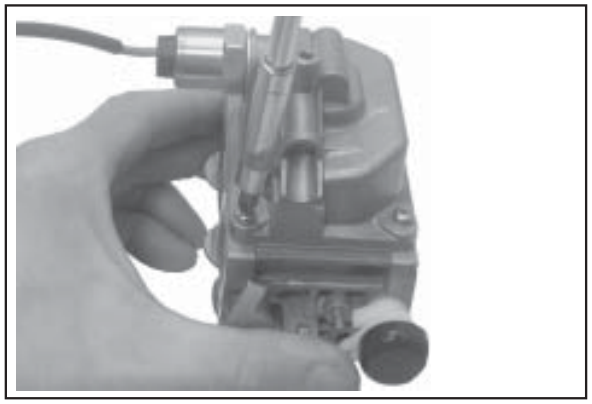

Figure 5-48. Installing Fuel Bowl.
9. When the proper float height is obtained, carefully reinstall the fuel bowl, using new O-Rings onto the carburetor. Secure with the four original screws. Torque the screws to **2.5 ± 0.3 N·m (23 ± 2.6 in. lb.)**. See Figure 5-48.